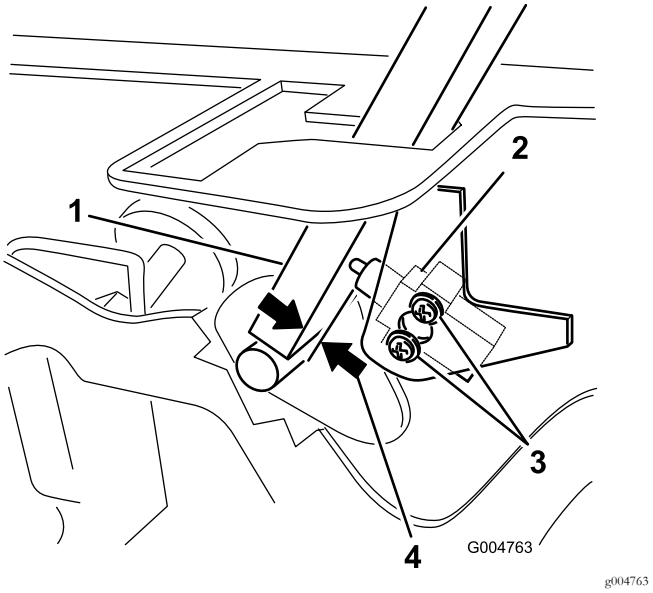

Figur 52
3. Lossa de två skruvarna som fäster säkerhetsbrytaren (Figur 52).
4. Håll rörelsereglaget mot ramen och flytta brytaren mot reglaget tills avståndet mellan reglaget och brytaren är 0,4–1 mm. Se Figur 52.